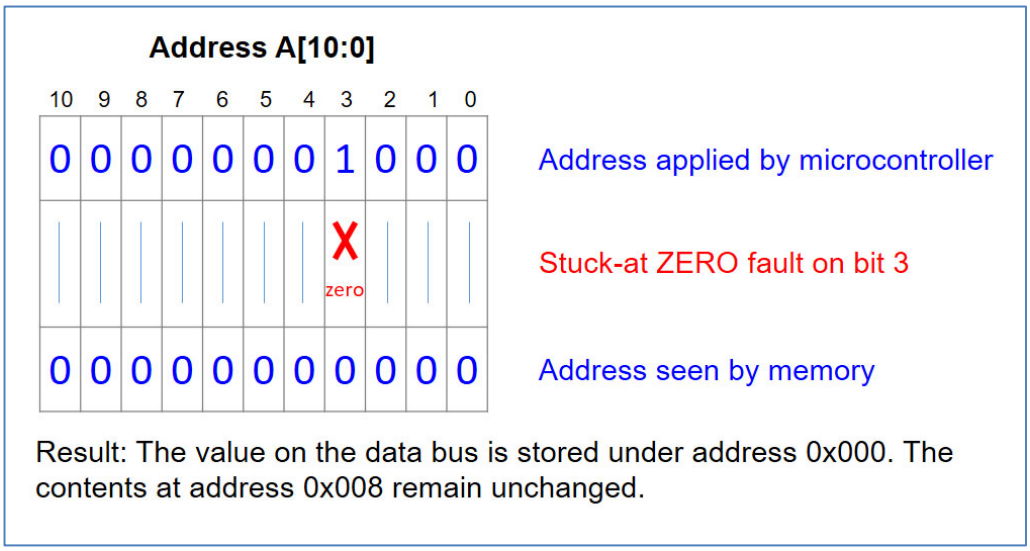

Abbildung 8: Beispiel eines Stuck-at ZERO Fehlers auf dem Address Bus
Beispiel: Wenn der Microcontroller den Speicher an Adresse 0x008 adressieren möchte, aber das Bit A[3] in Folge eines Fehlers nicht auf ‘1’ setzen kann (stuck-at ZERO), so wird der auf dem Datenbus anliegende Wert nicht unter der Adresse 0x008 abgespeichert (Fall (A)) und stattdessen unter der Adresse 0x000 gespeichert (Fall (B)). Somit überschreibt der Zugriff den Wert, der eigentlich an Adresse 0x00 gespeichert ist. Siehe Abbildung 8.